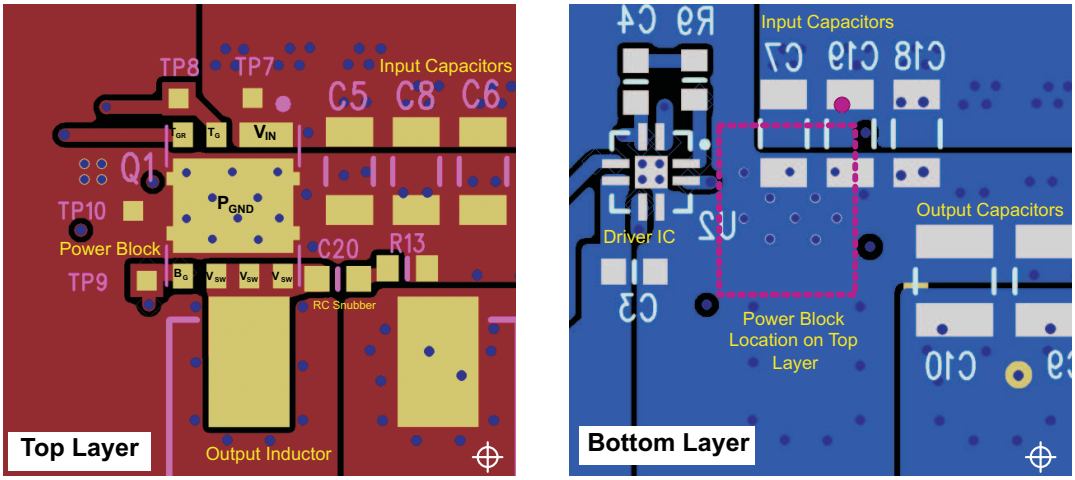

Figure 35. Recommended PCB Layout (Top Down View)
- The placement of the input capacitors relative to the power block's VIN and PGND pins should have the highest priority during the component placement routine. It is critical to minimize these node lengths. As such, ceramic input capacitors need to be placed as close as possible to the VIN and PGND pins (see Figure 35). The example in Figure 35 uses 6 × 10-µF ceramic capacitors (TDK Part # C3216X5R1C106KT or equivalent). Notice there are ceramic capacitors on both sides of the board with an appropriate amount of vias interconnecting both layers. In terms of priority of placement next to the power block, C5, C7, C19, and C8 should follow in order.
- The switching node of the output inductor should be placed relatively close to the power block VSW pins. Minimizing the node length between these two components will reduce the PCB conduction losses and actually reduce the switching noise level. In the event the switch node waveform exhibits ringing that reaches undesirable levels, the use of a boost resistor or RC snubber can be an effective way to easily reduce the peak ring level. The recommended boost resistor value will range between 1 Ω to 4.7 Ω depending on the output characteristics of driver IC used in conjunction with the power block. The RC snubber values can range from 0.5 Ω to 2.2 Ω for the R and 330 pF to 2200 pF for the C. Please refer to TI App Note *Snubber Circuits: Theory, Design and Application* (SLUP100) for more details on how to properly tune the RC snubber values. The RC snubber should be placed as close as possible to the VSW node and PGND see Figure 35 (1)
- Use the smallest drill size allowed in your design. The example in Figure 35 uses vias with a 10-mil drill hole and a 16-mil capture pad.